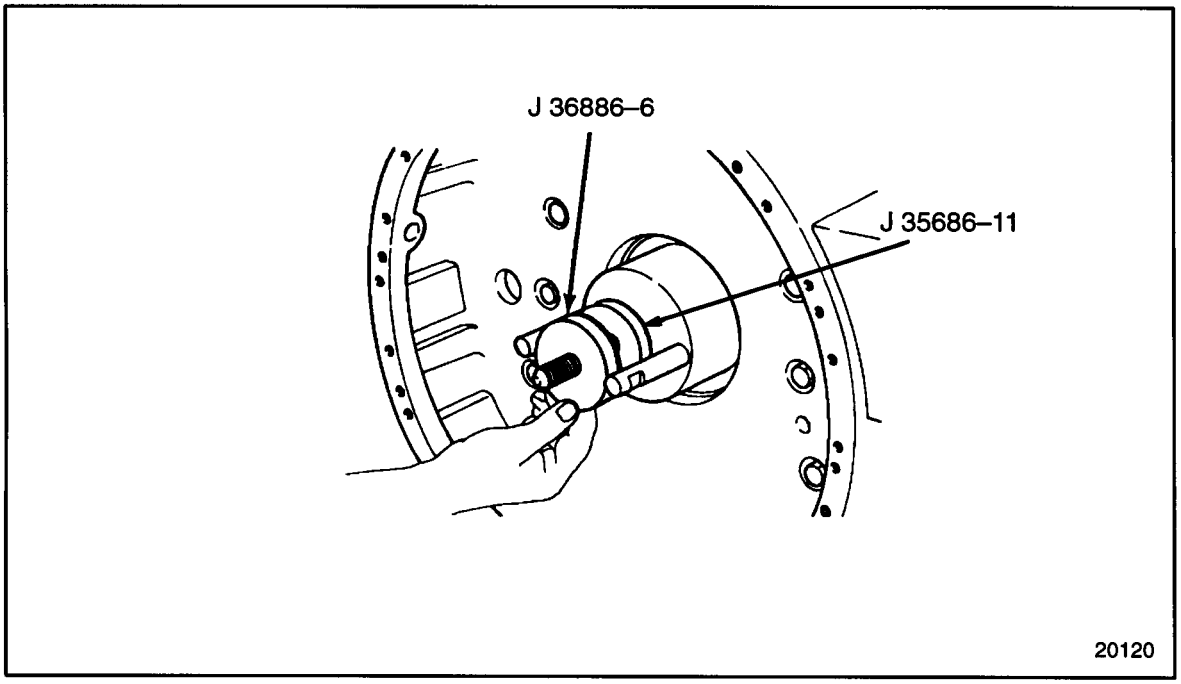

Figure 1-145 Rear Oil Seal Installation
2. For rear crankshaft oil seal installations only, install spacer and J 35686-11, to the center screw of the base. See Figure 1-145 and see Figure 1-143.